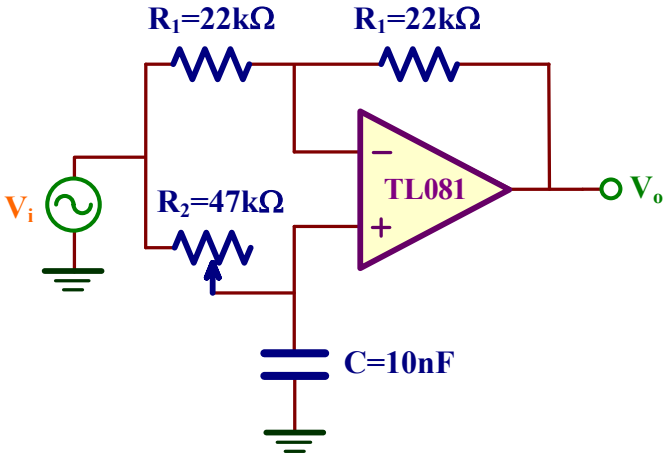
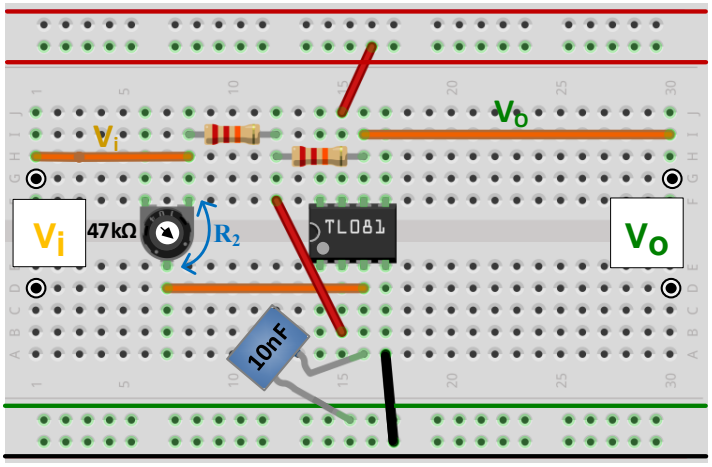

Figura V.6. *Circuito desplazador de fase.*
Figura V.7. *Montaje en el Breadboard del circuito desplazador de fase de la figura V.6.*
En la figura V.6 se presenta el esquema de un excelente desplazador de fase basado en un amplificador operacional. El potenciómetro R_2 permite ajustar el ángulo φ a un valor específico. Para analizar este circuito, apliquemos KVL a las entradas del OA:
C) En la figura V.7 se muestra el esquema del montaje del circuito desfasador de la figura V.6. Aplicar a la entrada una onda sinusoidal de 1 V de amplitud ($2V_{pp}$) y 1kHz de frecuencia. Medir el valor de R_2 para que el desfase sea $\varphi = -50°$.